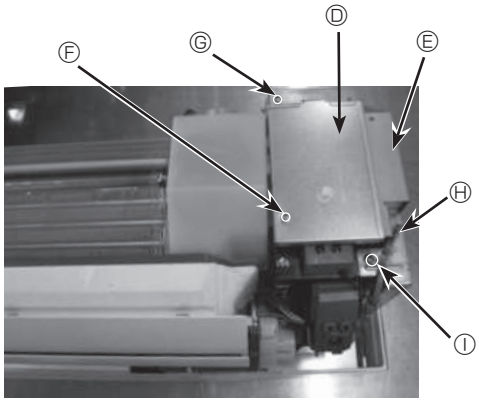

Fig. 6-4
5. Retire el termistor de temperatura de la sala TH1. (Fig. 6-4)
6. Retire las cubiertas del cuadro eléctrico (tornillo 4 × 12). (Fig. 6-4)